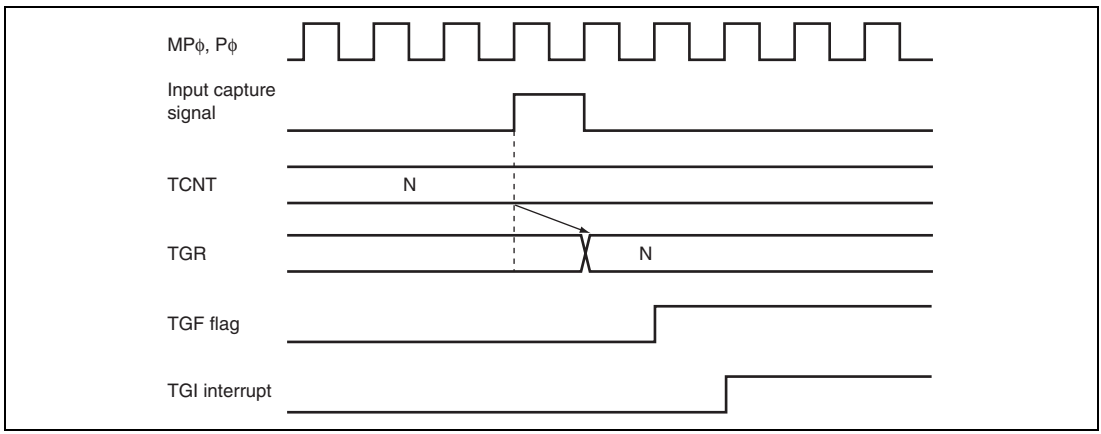

**Figure 10.111 TGI Interrupt Timing (Input Capture) (Channels 0 to 4)**
**TGF Flag Setting Timing in Case of Input Capture:** Figures 10.111 and 10.112 show the timing for setting of the TGF flag in TSR on input capture, and TGI interrupt request signal timing.